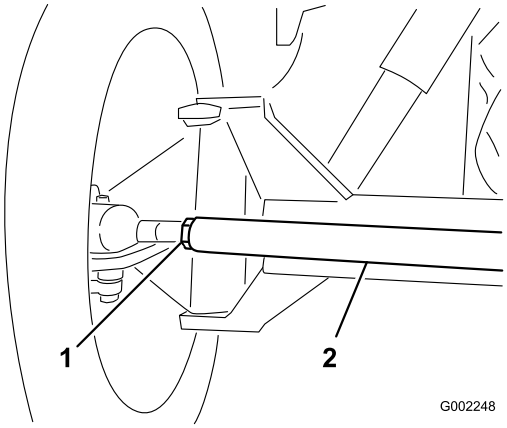

Figuur 50
3. Als deze afstand buiten het gespecificeerde bereik valt, moet u de contramoeren aan beide uiteinden van de trekstang losdraaien (Figuur 50).